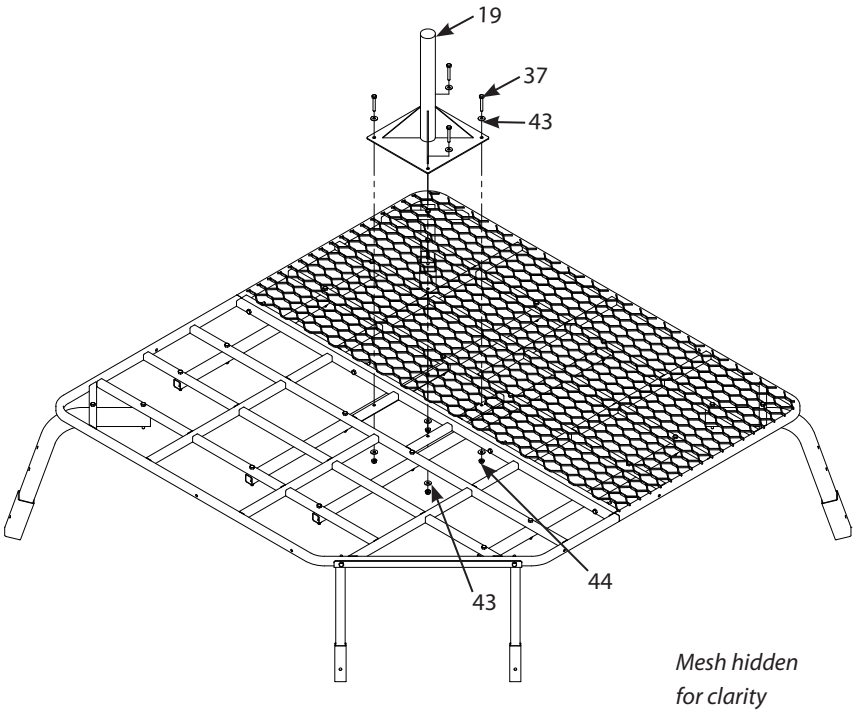

FIGURE 5
5. Attach the seat post bottom (19) to the assembled platform using four 1/4-20 X 1-3/4 IN bolts (37), eight 1/4 IN steel washers (43), and four 1/4-20 nuts (44). **SEE FIGURE 5.** ***Securely tighten all loose hardware at this time.***